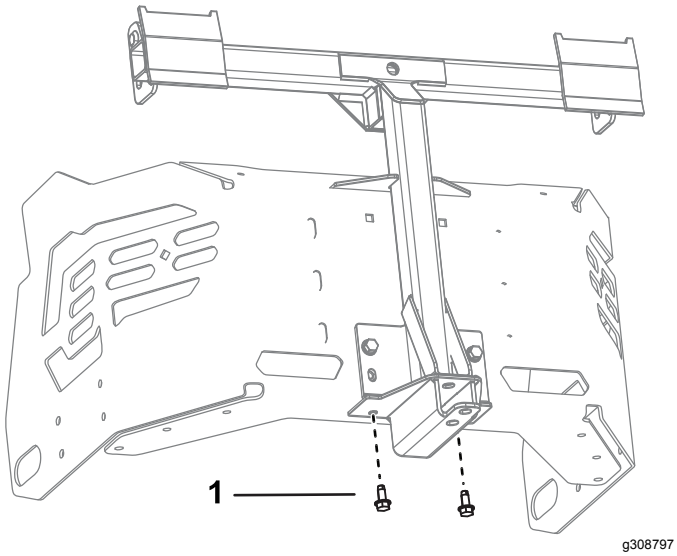

Figuur 16
3. Verwijder de 2 aanwezige zelftappende schroeven van de onderkant van het machineframe (Figuur 16).
5. Zet het draaiframe naar boven en bevestig het aan de onderzijde van het machineframe met behulp van 2 zelftappende schroeven (5/16" x ¾") zoals getoond in Figuur 16.